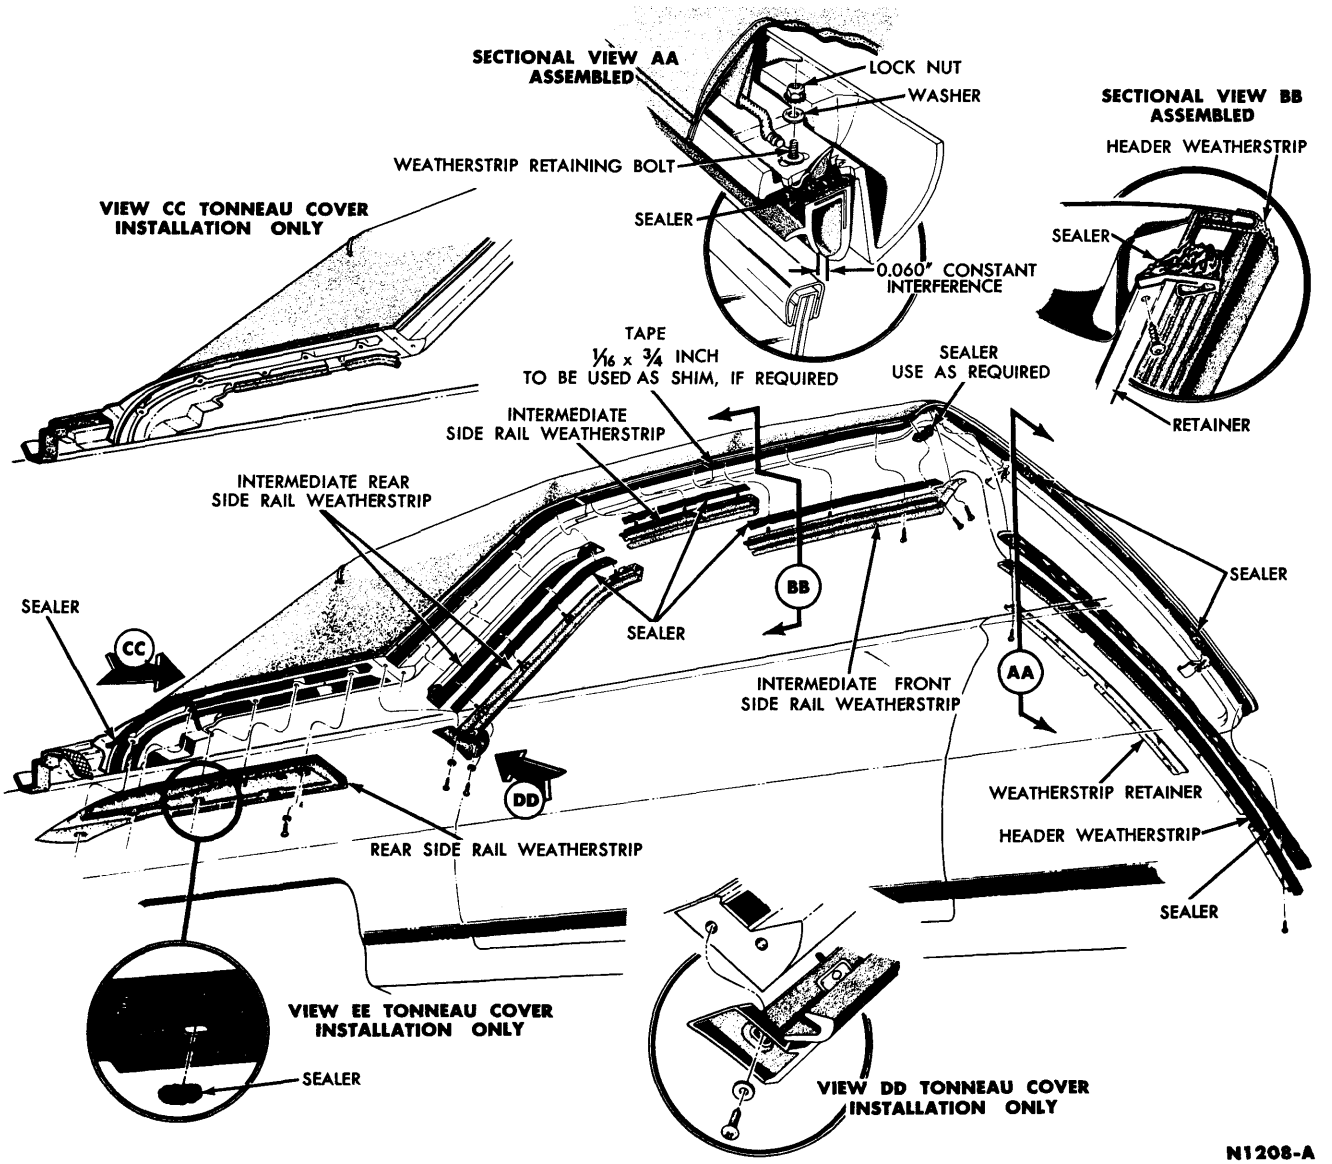

FIG. 78—Convertible Top Weatherstrip Adjustment
1. With all material removed from the header and with the header bow raised, apply sealer at the header bow dowels. Apply sealer the full length of the header weatherstrip and install the weatherstrip to the header with the retainers and the retaining screws (Fig. 78—View BB.)
2. Apply sealer to the intermediate front, side and rear rail weatherstrip assemblies as shown in Fig. 78. Apply sealer to the rear side rail weatherstrip location (Fig. 78). Install the weatherstrips with the necessary retaining screws, washers and locknuts. The locknut assemblies must be left loose to permit further adjustment of the weatherstrip. View AA of Fig. 78 shows the proper installation of the side weatherstrips.
the windows up and the doors closed, adjust the side rail weatherstrip assembly as required to obtain the 0.060 interference dimension between the sealing lip of the weatherstrip and the door or quarter window frame as shown in Fig. 78—View AA.
5. Check and adjust the alignment of the rear side rail weatherstrip and the header bow weatherstrip. If the car has the tonneau cover, installation Views "CC", "DD" and "EE" of Fig. 78 illustrate the necessary sealing and installation procedures.